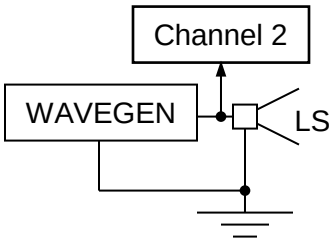

Fig. 6.2 Loudspeaker Testing Circuit
1. Connect the WAVEGEN output to the given loudspeaker (LS) and also to a DSO Channel 2, as shown in **Fig. 6.2**, and set the WAVEGEN for a sinusoidal output with peak-to-peak value 5V.